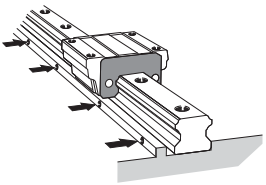

图5 锁紧止动螺丝
(3) 按顺序将LM轨道的止动螺丝拧紧，使轨道与横向安装面紧靠。(图5)